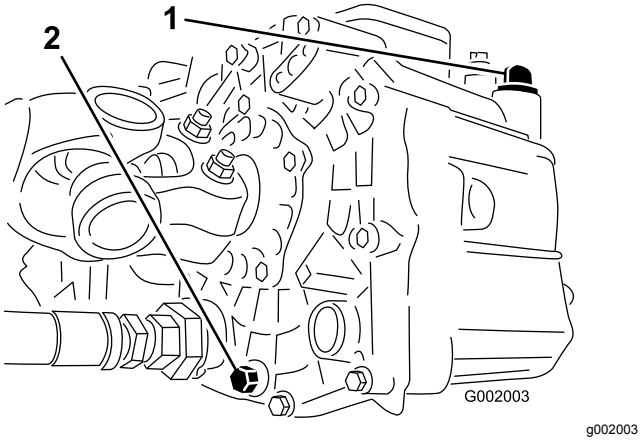

Figur 53
3. Fjern aftapningsproppen fra siden af beholderen, og lad hydraulikvæsken løbe ud i drænbakken (Figur 53).